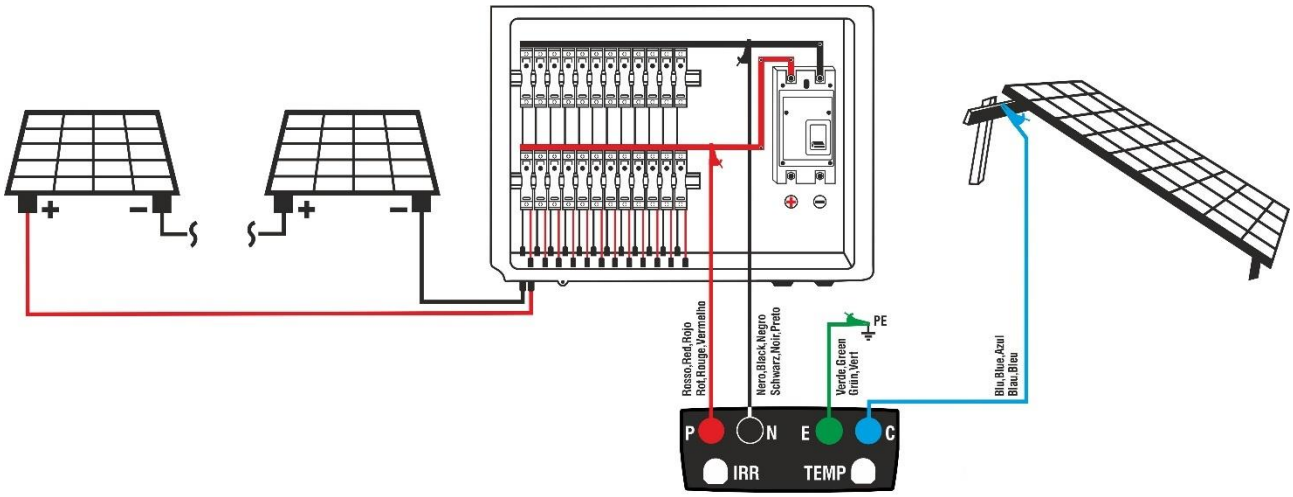

Abb. 16: Verbindung für IVCK-Tests mit dem Start&Speicher-Funktion
7. Schließen Sie das Messinstrument wie in Abb. 16. An. Verbinden Sie insbesondere den Minuspol des Hauptstrings mit dem **N** Eingang über eine feste Verbindung mit einer Krokodilklemme, dem Pluspol der Hauptstrings zum **P** Eingang über eine feste Verbindung mit einer Krokodilklemme, dem Haupterdungsknoten des Systems (für MΩ und RPE-Tests) mit der **E** Eingangsbuchse und ggf. den Eingang **C** am Messgerät mit dem PV-Montagesystem (für RPE-Tests)